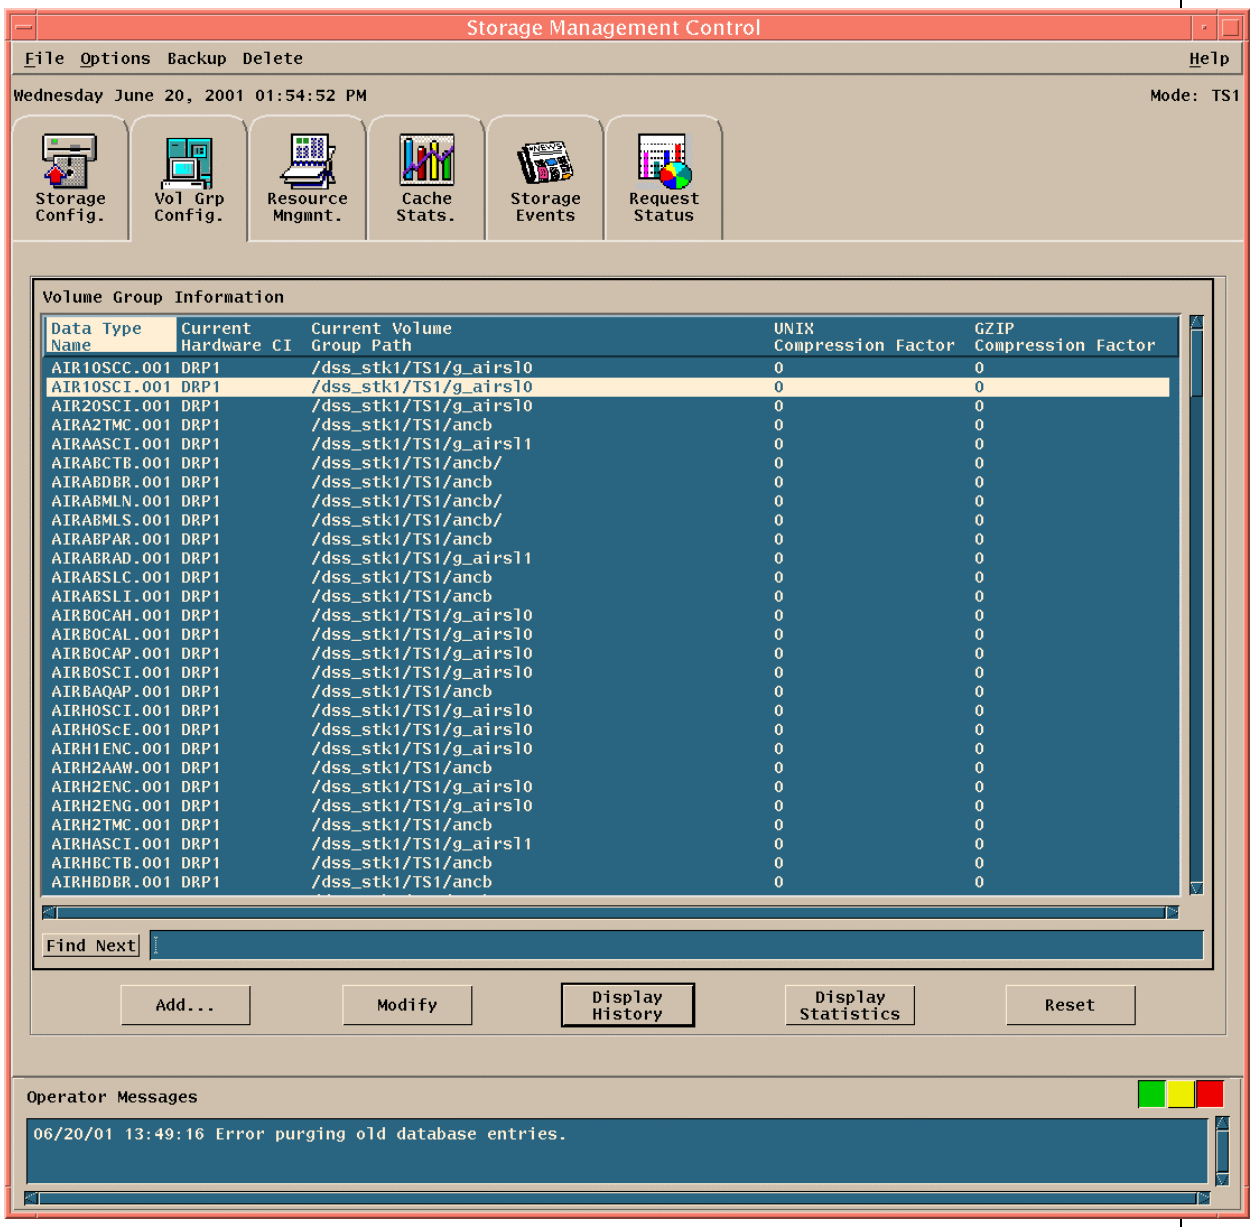

Figure 26. Storage Management GUI
- This brings up the Storage Management Control GUI. Refer to figure 26.